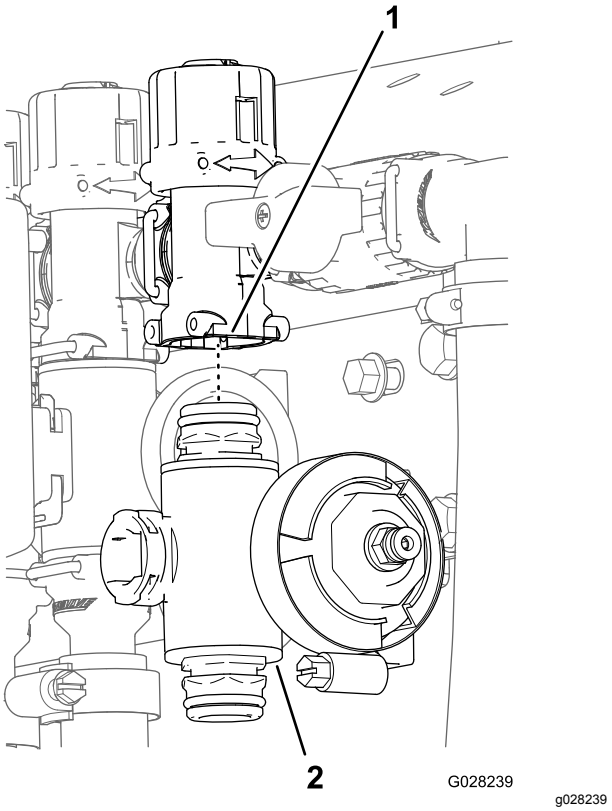

Rysunek 75
3. W przypadku zaworów lewej i prawej sekcji odkręć śruby kołnierzowe i nakrętki zabezpieczające kołnierzowe mocujące zawory sekcji do ich wsporników, a następnie odkręć od maszyny rozgałęźniki zaworów. W przypadku zaworów sekcji centralnej odkręć rozgałęźnik zaworu sekcji od maszyny (Rysunek 75).